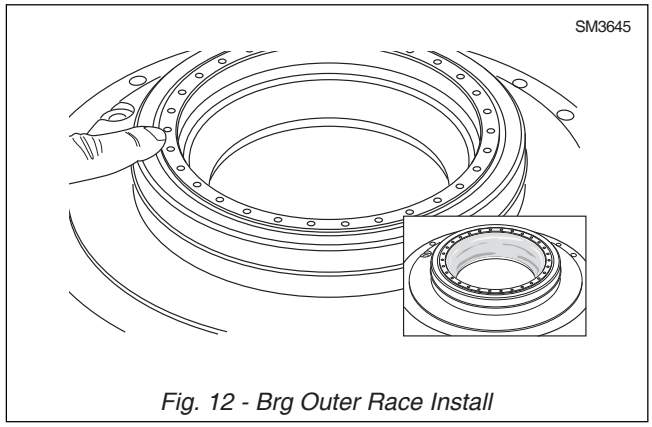

Fig. 12 - Brg Outer Race Install
7. Insert bearing (47) outer race into hub (41), use punch tool (15503033). Fit cartridge seal (39) to hub (41) at this stage using punch tool (15503034). Refer to Fig. 12.